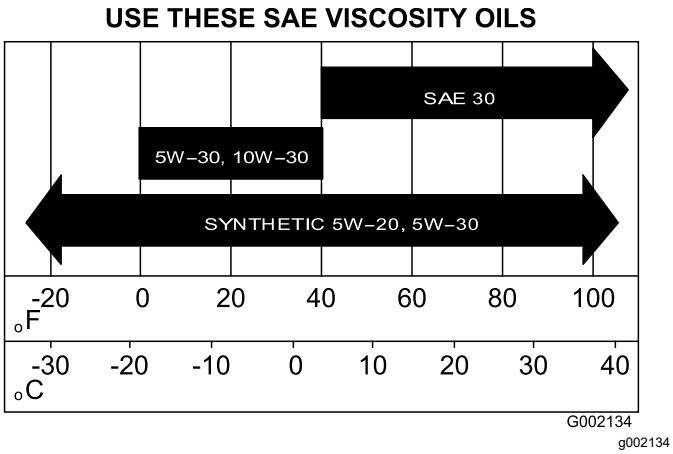

Figuur 38
5. Vul het carter bij met de voorgeschreven olie (Figuur 38).